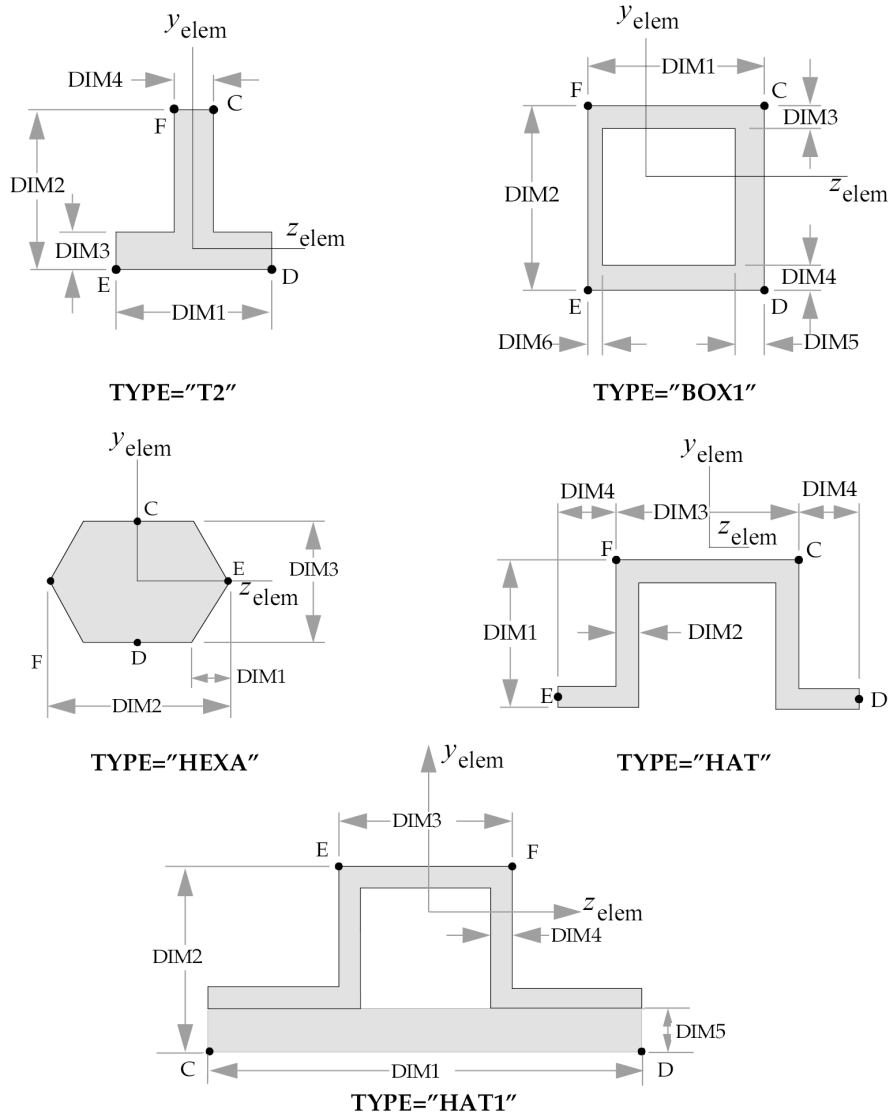

Figure 16-3. Definition of Cross-Section Geometry and Stress Recovery Points for GROUP = "MSCBML0"
9. For GROUP = “MSCBML0”, the cross-sectional properties, shear flexibility factors, and stress recovery points (C, D, E, and F) are computed using the TYPE and DIMi as shown in Figure 16-3. The origin of element coordinate system is centered at the shear center of the cross-section oriented as shown. The PBARL does not account for offsets between the neutral axis and the shear center. Therefore, the CHAN, CHAN1 and CHAN2 cross-sections may produce incorrect results. The PBEAML is recommended.
10. C, D, E, and F in Figure 16-3 are the locations of stress recovery on a cross-section.